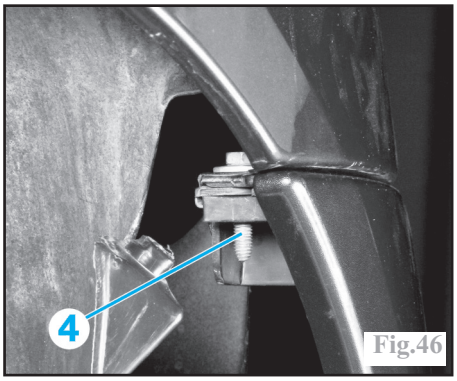

Fig.46
-le clou inférieur (3) du pare-boue sur le bouclier.
-la vis de fixation (4) (Fig.46).